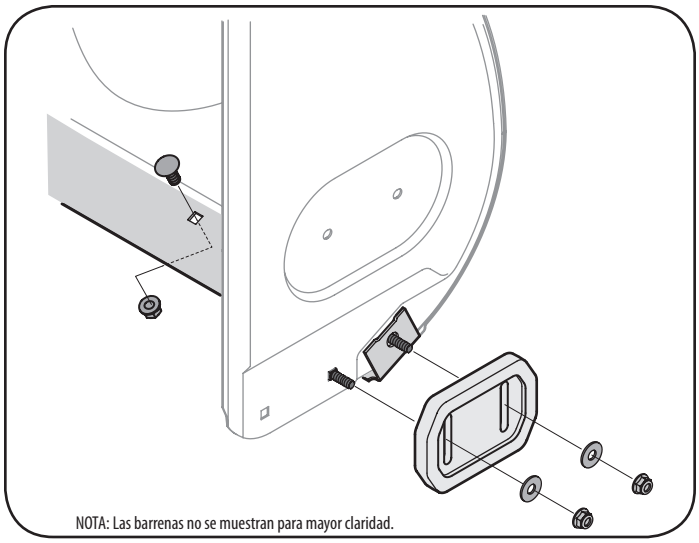

Figura 22
2. Monte las nuevas zapatas antideslizantes con cuatros pernos de carro (dos en cada lado) y las tuercas de brida hexagonales. Consulte la figura 22.
2. Monte la placa de raspado nueva, asegurándose de que las cabezas de los pernos de carro se encuentren del lado interior de la caja. Ajuste bien. Consulte la figura 22.